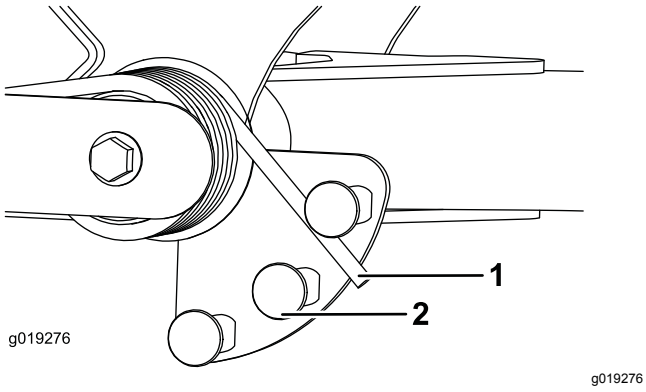

Figuur 67
2. Breng een buis of vergelijkbaar voorwerp aan over het lange veeruiteinde en draai ze rond de actuator van de veer tot de gewenste stand (Figuur 67).